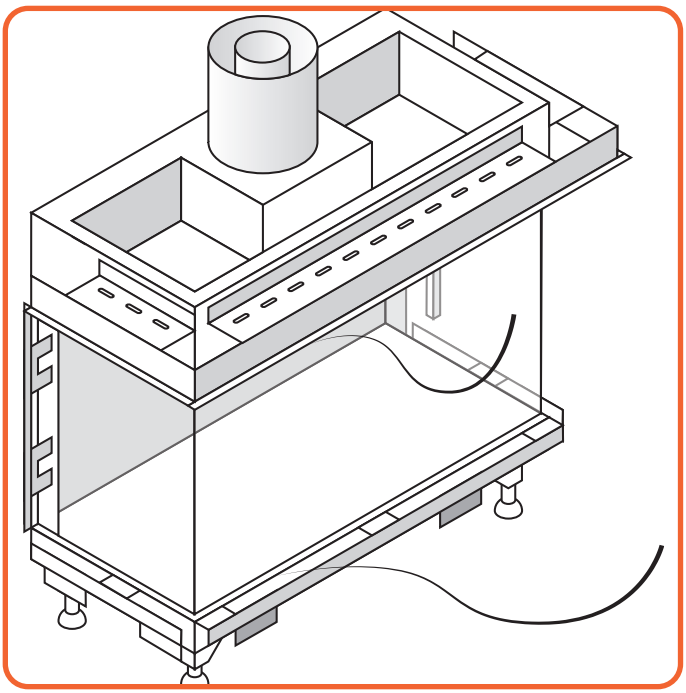

Figure 9.4 | Remove Glass ropes
- Put the section cup on the glass and make sure it is properly vaccuumed, so it will not come off. (See Figure 9.4)